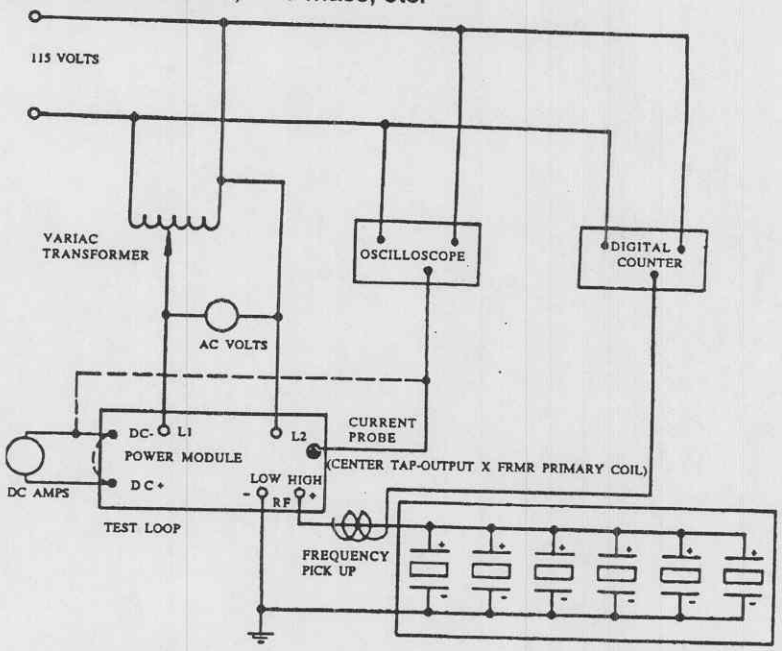

Figure 4-4. Test instrumentation schematic.
c. If no ultrasonic activity is present and the LEDs do not glow, connect an oscilloscope into the circuitry by following the test instrumentation schematic in figure 4-4 and observe the oscilloscope parameters in figures 4-5 through 4-11. The figures illustrate possible abnormalities.
d. The direct current drawn by the power module can be measured by removing the test loop jumper (see fig 4-4) or by using a clip-on ammeter.